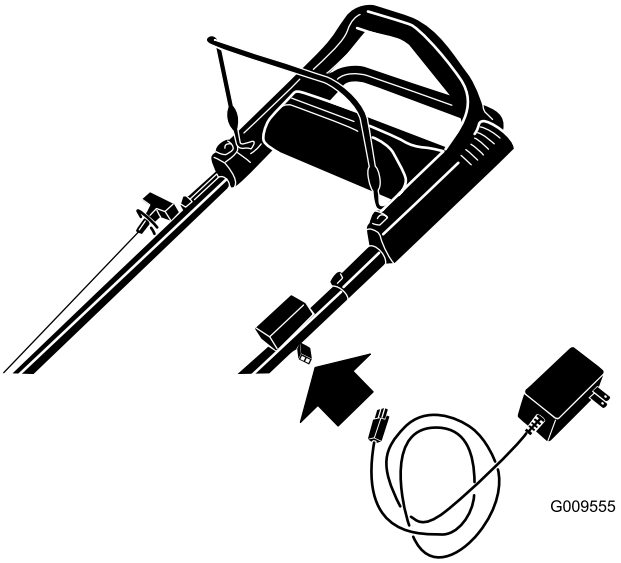

Figur 33
1. Anslut laddaren till ledningsnätet nedanför tändningsnyckeln (Figur 33).